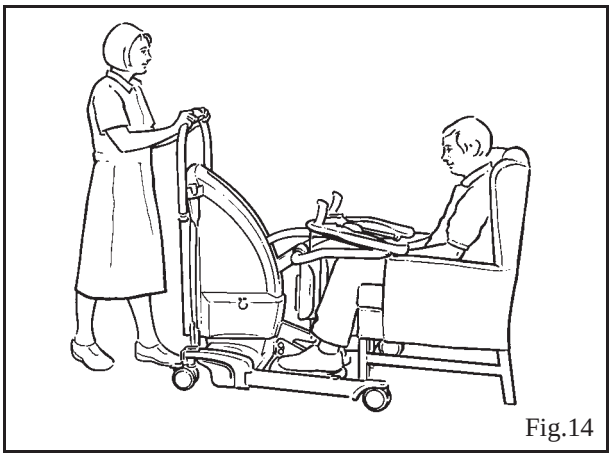

Fig.14
4. **Pour les transferts :** Lorsque le patient est prêt, lui porter assistance ou attendre qu'il place ses pieds sur le repose-pieds en poussant légèrement le *Sara Plus* vers le patient pour faciliter la manœuvre. (Voir Fig. 14).